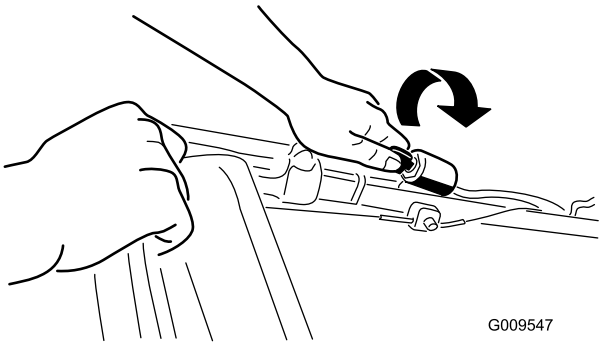
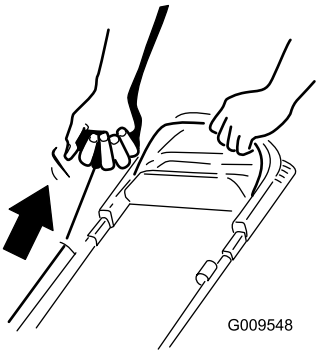

Figuur 12
Figuur 13
2. Draai het contactsleuteltje (Figuur 12) (uitsluitend modellen met elektrisch startsysteem) of trek aan de handgreep van het startkoord (Figuur 13).
Opmerking: Trek de starthandgreep langzaam uit totdat u weerstand voelt, daarna krachtig uittrekken (Figuur 13). Laat het koord langzaam terugkeren.